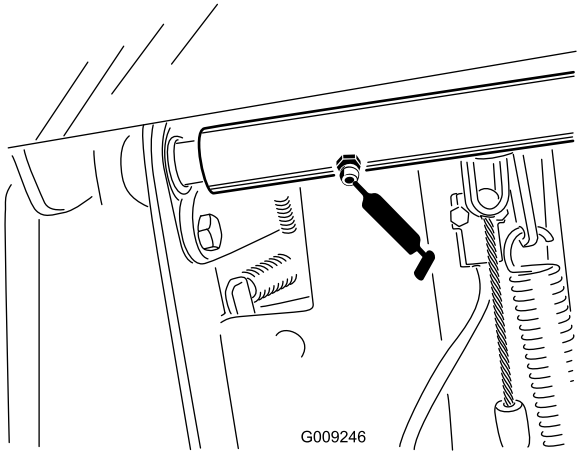

Figur 58
- Bromsaxelns svängtapplager (2) (Figur 58)